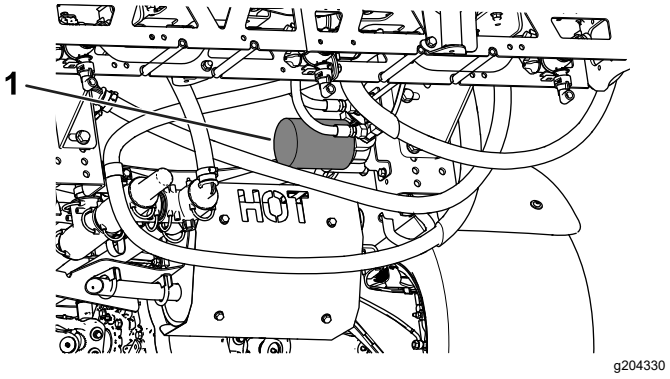

**Figura 58**
4. Retire o filtro (Figura 58).